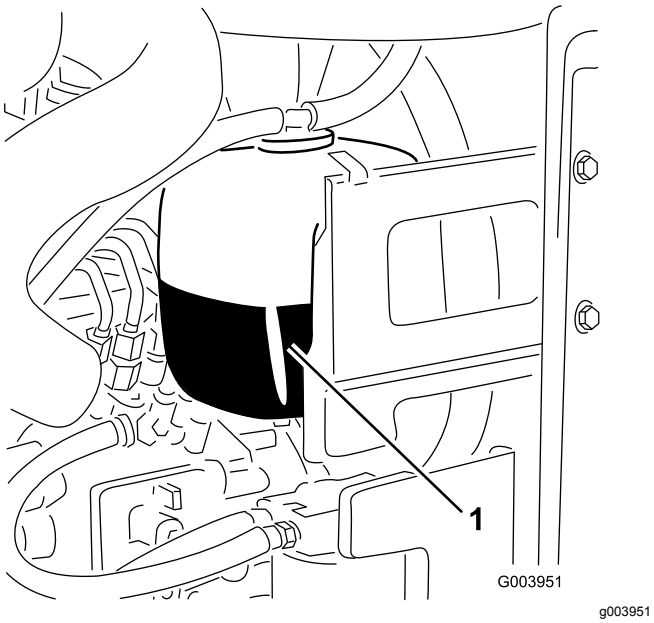

Figur 56
1. Kontroller kølevæskestanden i ekspansionsbeholderen (Figur 56).